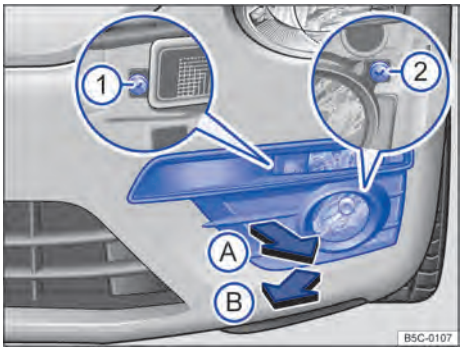
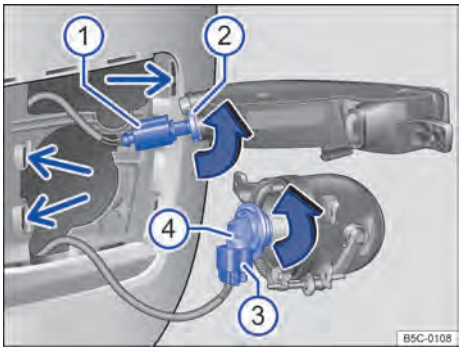

Fig. 190 No para-choque dianteiro à esquerda: desinstalar o farol.
Fig. 191 Substituir a lâmpada incandescente do farol.
Lanterna dianteira dos indicadores de direção ⇒ Fig. 191 ②	**Farol de neblina / farol direcional ④**
2.	Puxar a cobertura, começando de dentro, nas lamelas, para a frente até que as travas se soltem ⇒ Fig. 190 (seta Ⓐ).
4.	Desaparafusar os parafusos de fixação ① e ② com a chave de fenda das ferramentas de bordo ⇒ Página 303.
5.	Rebater a lanterna um pouco para frente e retirar dos apoios laterais ⇒ Fig. 191 (seta pequena).
6.	Destravar e retirar o conector ①.	Destravar e retirar o conector ③.
7.	Girar o suporte da lâmpada ② no sentido da seta até o batente para a esquerda e retirar para trás com a lâmpada incandescente.	Girar o suporte da lâmpada ④ no sentido da seta até o batente para a esquerda e retirar para trás com a lâmpada incandescente.
10.	Encaixar o conector ① no suporte da lâmpada ②. O conector precisa encaixar audivelmente.	Encaixar o conector ③ no suporte da lâmpada ④. O conector precisa encaixar audivelmente.
11.	Encaixar a lanterna nos apoios ⇒ Fig. 191 (setas pequenas) e rebater para trás.
12.	Apertar os parafusos de fixação ⇒ Fig. 190 ① e ② com a chave de fenda.